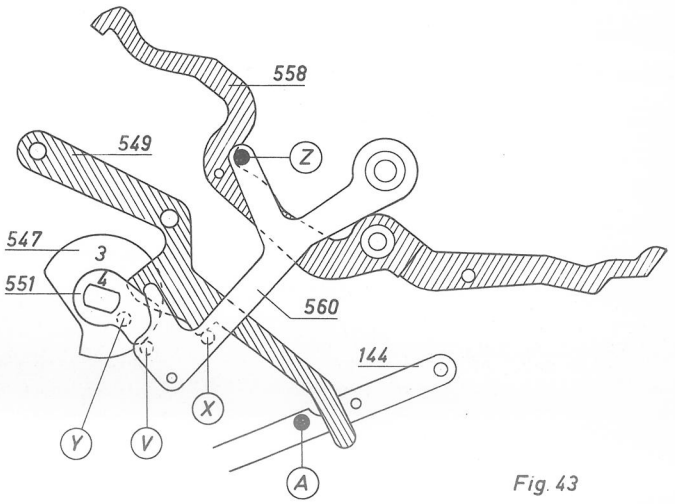

Fig. 43
Am Ende der ersten M-Umdrehung, d. h., wenn die normale Zeilenschaltung geschehen ist, drückt die Kurve "4" (551,Fig.43) der Einmalwelle den Zapfen (V) des Zeilenschaltauskupplers (560) herunter. Der Zeilenschaltauskuppler, der dabei mit seinem Zapfen (X) von der Kupplersperre (549) arretiert wird, drückt nun mit seinem Zapfen (Z) den Zeilenschalthebel(558) so lange ausser Eingriff des Zeilenschaltrades, bis entweder bei der nächsten Umdrehung der Einmalwelle die Kurve "3" (547) mit ihrem Zapfen (Y) oder bei Zwischen- und Endsumme der Zapfen (A) des Verbindungsarmes (144) die Kupplungsperre (549) anhebt. Der Zeilenschaltauskuppler (560) wird dabei aus seiner Arretierung gelöst und gibt den Zeilenschalthebel (558) wieder frei, so dass dieser in das Zeilenschaltrad einfallen kann.